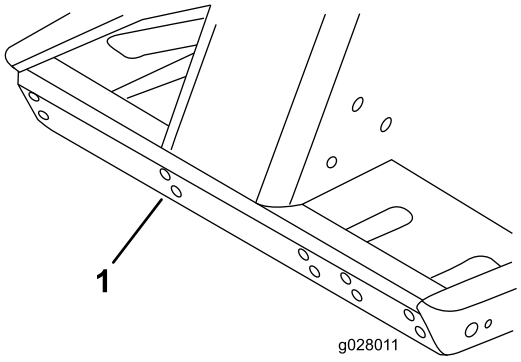

**Figura 14**
1. Instale el soporte de montaje en la parte delantera de la unidad de tracción con los orificios de montaje que se muestran en Figura 14.